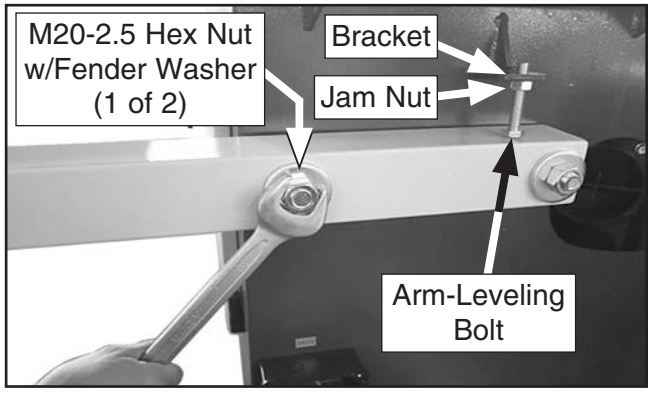

Figure 52. Securing arm-support base.
50. Adjust arm-leveling bolt until arm support base is parallel with floor (see **Figure 52** on **Page 35**).
51. Tighten jam nut against bracket (see **Figure 52**) to secure arm-leveling bolt.
52. Secure arm-support base with (2) M20-2.5 hex nuts and (2) 20mm fender washers (see **Figure 52**).